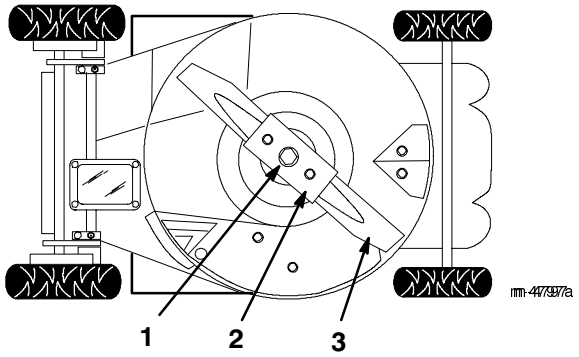

Bild 26
3. Kippen Sie den Rasenmäher auf seine **linke** Seite (Bild 26).
2. Bringen Sie die Messerschraube, Sicherungsscheibe, das Messer und die Messerverstärkung an (Bild 26).